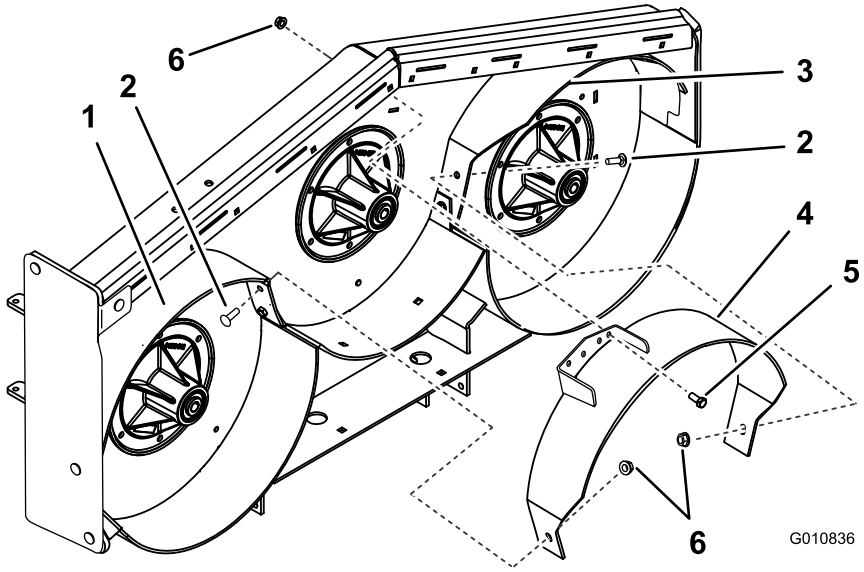

Figure 10
10. Loosely install the center baffle to the left baffle with 1 carriage bolt (3/8 x 1 inch) and 1 flange nut (small flange) (3/8 inch) as shown in Figure 10.
11. Loosely install the center baffle to the right baffle with 1 carriage bolt (3/8 x 1 inch) and 1 flange nut (small flange) (3/8 inch) as shown in Figure 10.
12. Loosely install the center baffle to the top of the mower deck with 1 bolt (3/8 x 1 inch) and 1 flange nut (small flange) (3/8 inch) as shown in Figure 10.